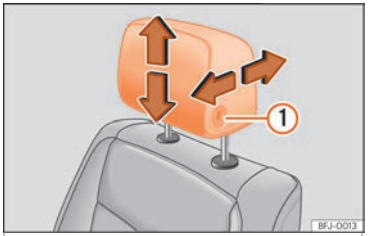

Fig. 20 Asiento delantero: regulación del apoyacabezas.
Para ajustar la altura, pulse el botón lateral ››› fig. 20 ① y, al mismo tiempo, desplácelo hacia arriba o hacia abajo hasta la posición deseada. El apoyacabezas debe encastar correctamente en una posición.
Para ajustarlo longitudinalmente, desplácelo hacia delante o hacia atrás a la vez que presiona el botón lateral ››› fig. 20 ①.